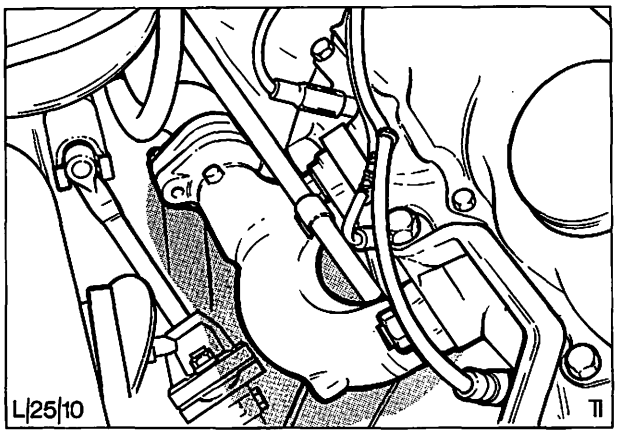

Abb. 11 Halteflansch – Auspuffkrümmer lösen
5. Am rechten und linken Auspuffkrümmer Muttern entfernen und Halteflansche lösen, Abb. 11. Vordere Anlage komplett von der Gummi-Stegschlaufe aushängen und ausbauen.